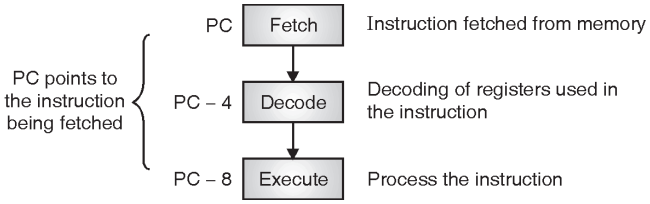

Fig. 2.8.1 : Three stage pipeline
- The pipeline has three stages fetch, decode and execute as shown in Fig. 2.8.1.